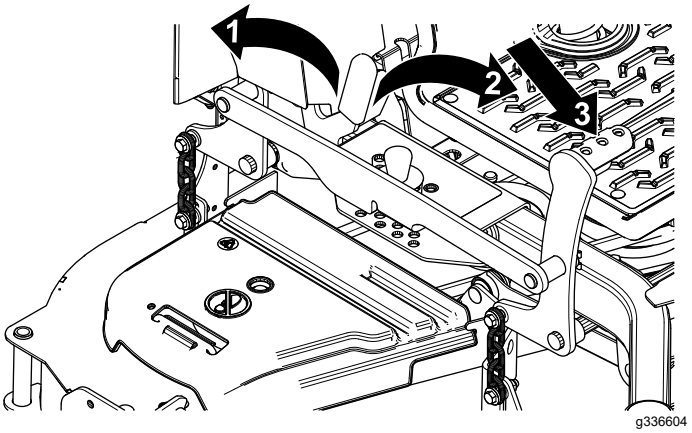

Figure 33
1. Appuyez sur la pédale de levage du tablier de coupe avec le pied pour lever le tablier (Figure 33).
2. Poussez le levier de verrouillage de transport en avant pour désengager le verrou de transport; poussez le levier en arrière pour bloquer le verrou de transport (Figure 33).
1. Placez le verrou de transport en position VERROUILLÉE (Figure 33).